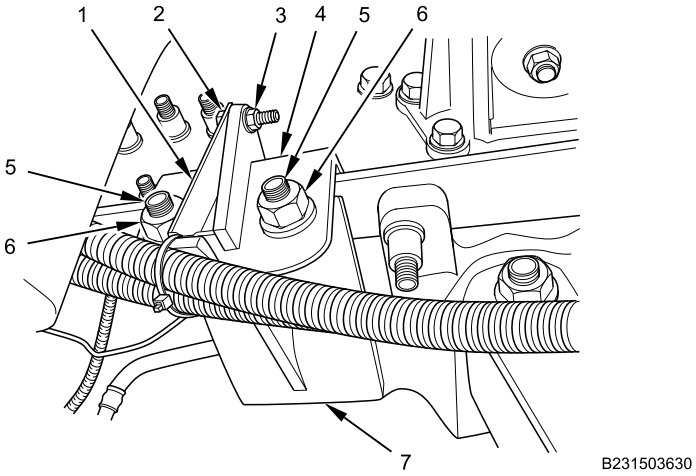

Figure 7. Front Frame Bracket.
5. Install front frame bracket (Figure 7, Item 4) on wheel deflector bracket (Figure 7, Item 7) with two bolts (Figure 7, Item 5) and nuts (Figure 7, Item 6). Tighten bolts securely.
6. Install wiring harness bracket (Figure 7, Item 1) on front frame bracket (Figure 7, Item 4) with bolt (Figure 7, Item 2) and nut (Figure 7, Item 3). Tighten bolt securely.